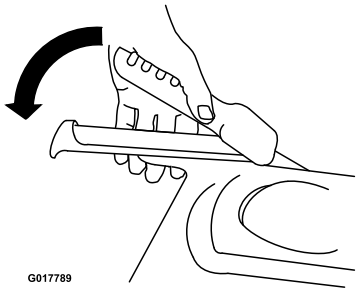

Figure 12
2. Serrez lentement le levier de commande de déplacement gauche contre la poignée (Figure 12).